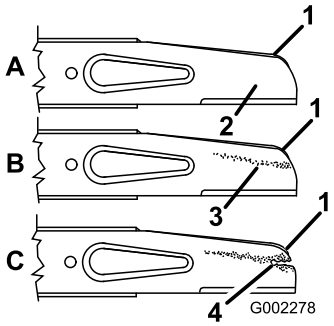

Figur 23
2. Avlägsna knivbulten, låsbrickan, acceleratorn och kniven (Figur 23).